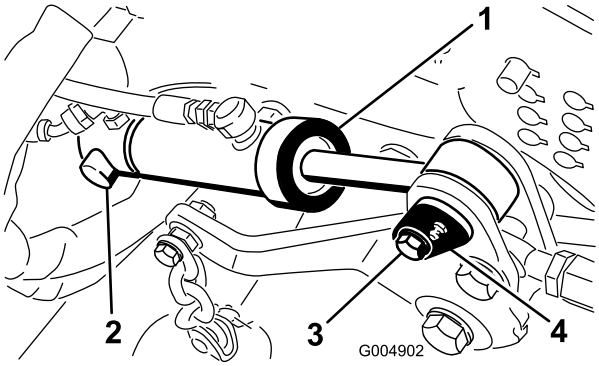

Figur 89
45. Monter det bageste af skjoldløftecylinderen på drejetappen, og fastgør med låseringen (Figur 89).
46. Fastgør det forreste af løftecylinderen på plæneklipperstellet med cylindertappen og skruen (Figur 89).